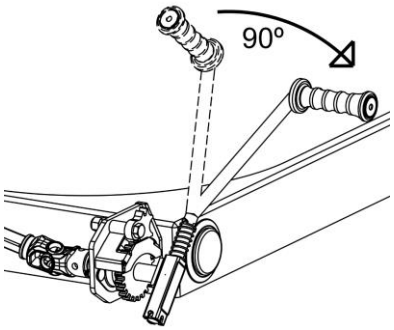

Figure 1
1. **Figure 1.** Pivot the crank 90° to make it functional.